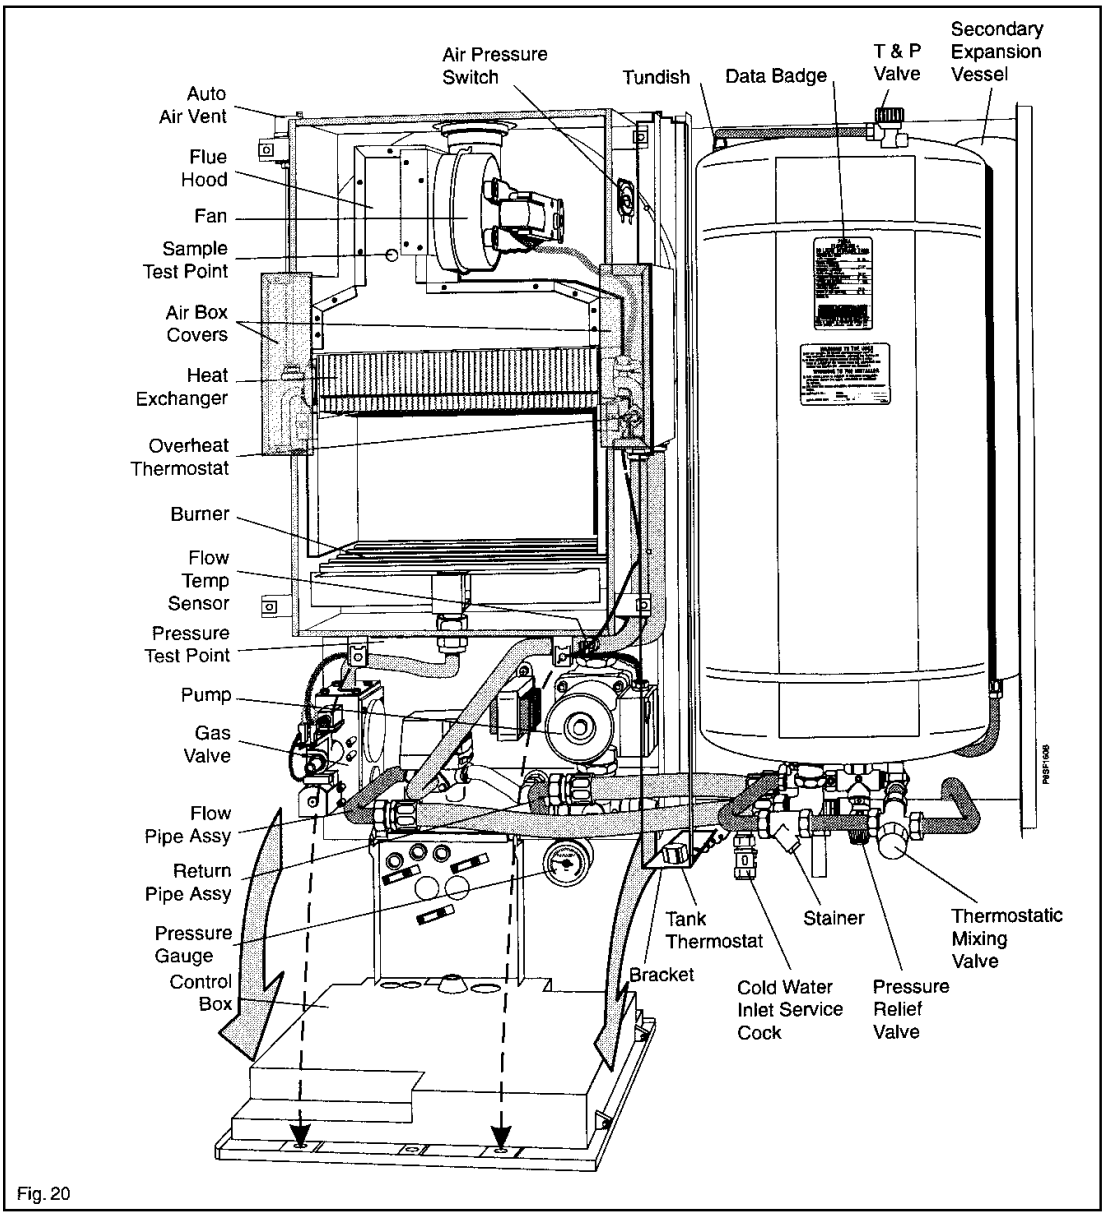

Fig. 20
(See Fig. 20)
n) Loosen or remove the outlet (burner) pressure test point screw in the gas valve body (see Fig. 27), and connect via a flexible tube to the + or Hi side of pressure gauge. Then connect the - or Lo side of pressure gauge via another flexible tube to the pressure test point in the base of the inner casing. (See Fig. 20)